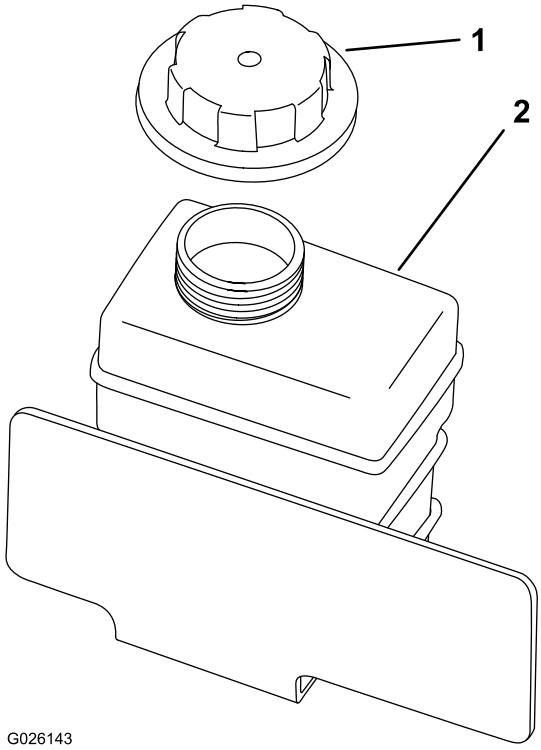

Figura 61
4. Rimuovete il tappo del serbatoio di riserva (Figura 61).